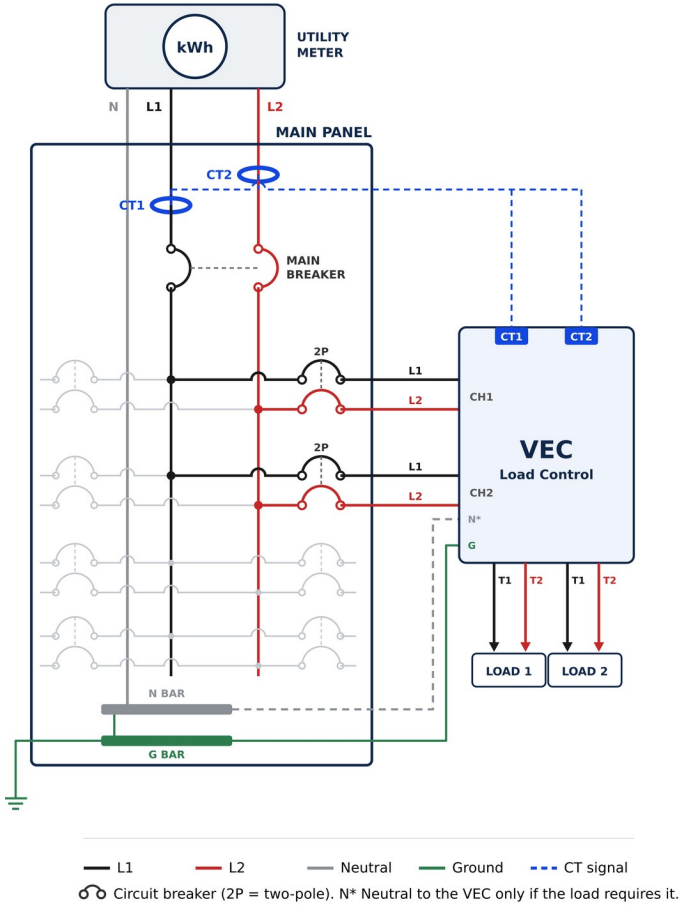
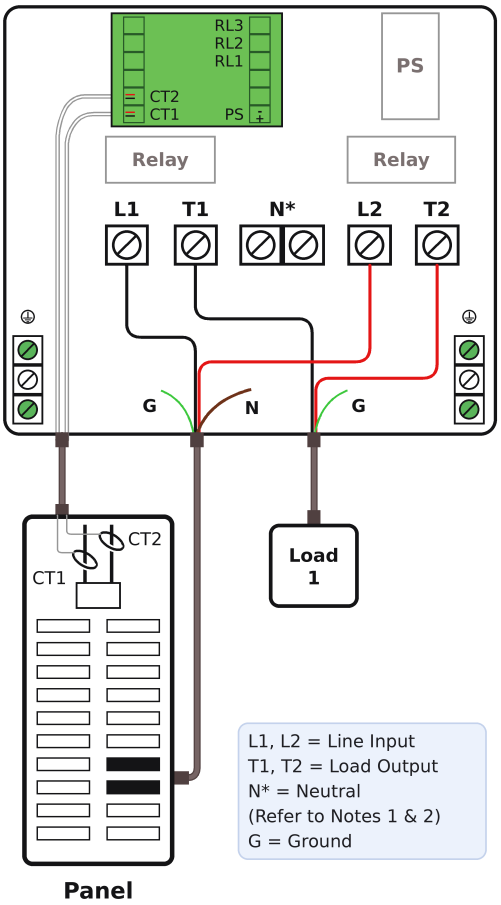
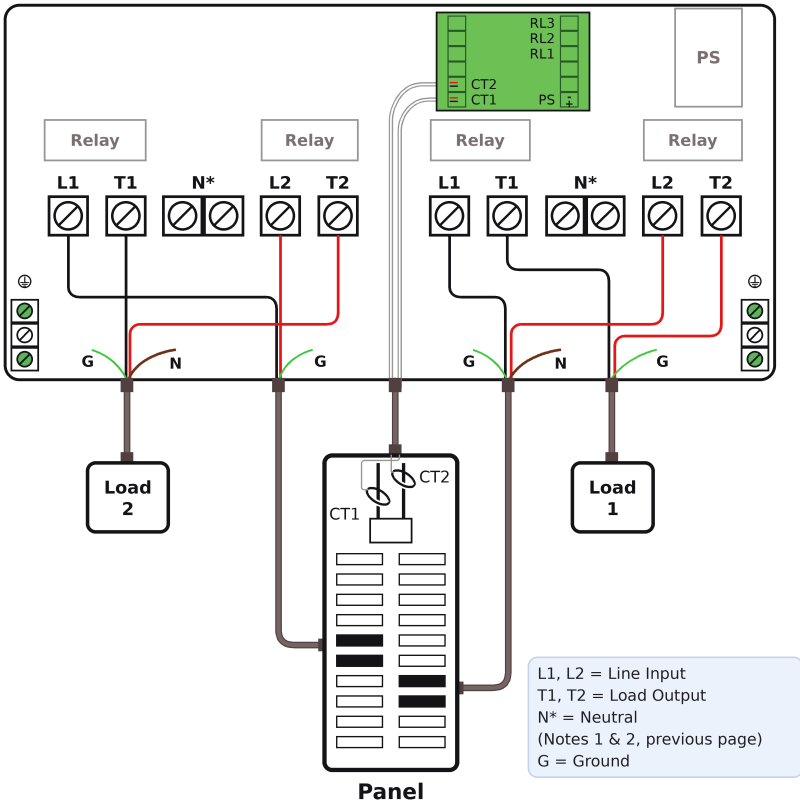

*Figure 1 – Connection overview*
*Figure 2 – Single-channel wiring and terminations (L1, L2 = line input; T1, T2 = load output; N* = neutral; G = ground)*
*Figure 3 – Dual-channel wiring and terminations (Notes 1 and 2 also apply)*
Figure 1 shows the overall layout: the two CTs are installed in the main panel ahead of the main breaker, and the VEC is supplied from two-pole breakers in the main panel. Detailed wiring is shown in Figures 2 and 3.
2. **Complete Wiring:** Install the required circuit breakers and use appropriately sized conductors in accordance with the electrical code. Connect the panel supply to L1 and L2, and T1 and T2 to the controlled load, as shown in Figure 2 (Single-Channel) or Figure 3 (Dual-Channel).
- Install the CTs around the main supply conductors of the panel (see Figure 1). The CTs are split-core and can be opened. Install both CTs in the **same orientation** (same direction relative to the current flow) for accurate readings.